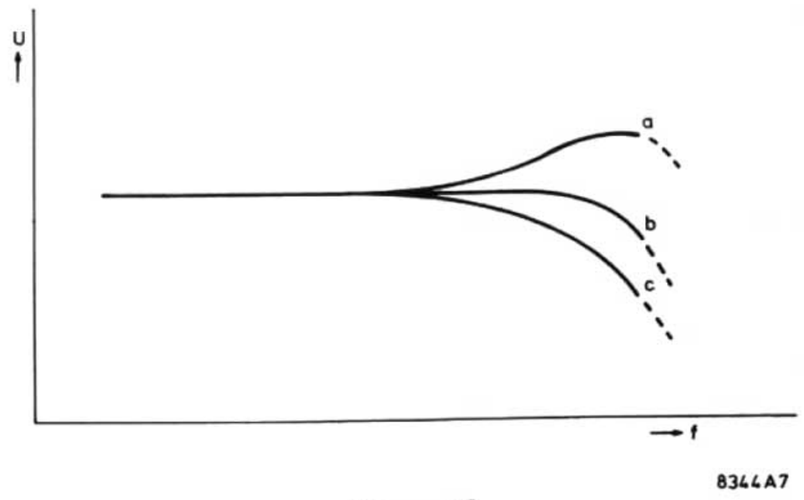

Fig. 16
- Het verloop boven de 6300 Hz dient ongeveer overeen te komen met de in Fig. 16 weergegeven karakteristiek b waarbij de naband vervorming ⩽ 3% bij 1 kHz (100% modulatie) moet zijn.